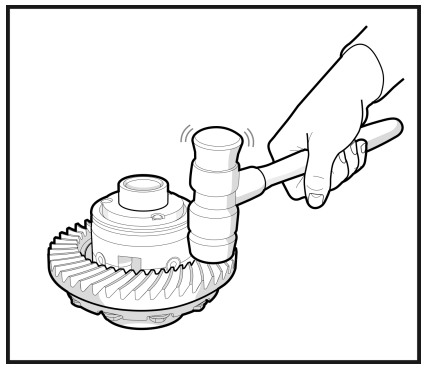

Рис. 16
2.8 Установите ведомую шестерню на корпус блокировки, совместив её резьбовые отверстия с отверстиями корпуса. (**Рис. 16**)